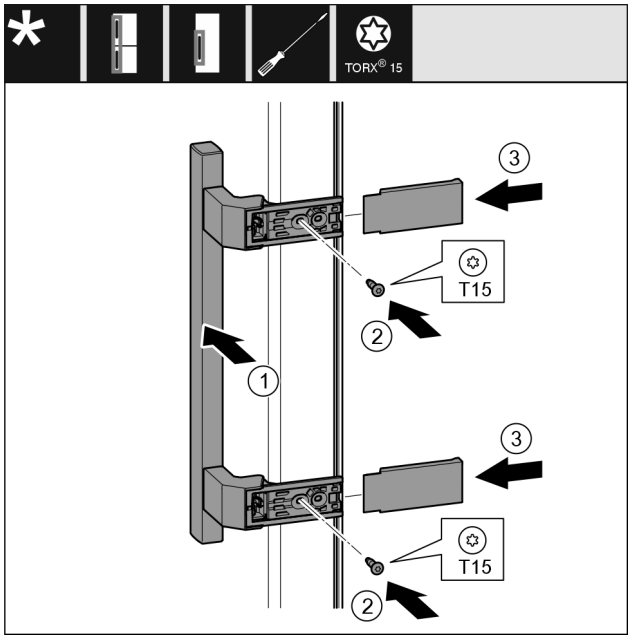

Fig. 9
▶ Aseta kahva vastapäiselle puolelle. *Fig. 9 (1)*
▶ Kierrä ruuvit kiinni T15-ruuvimeisselillä. *Fig. 9 (2)*
▶ Aseta suojukset sivulle ja työnnä paikalleen. *Fig. 9 (3)*